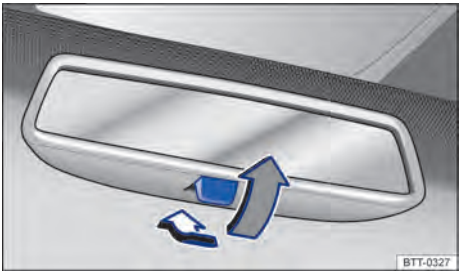

Fig. 83 No para-brisa: espelho retrovisor interno com antiofuscante manual.
– Posição noite: puxar a alavanca → Fig. 83 (seta cinza), para evitar o ofuscamento dos faróis dos veículos que trafegam atrás.